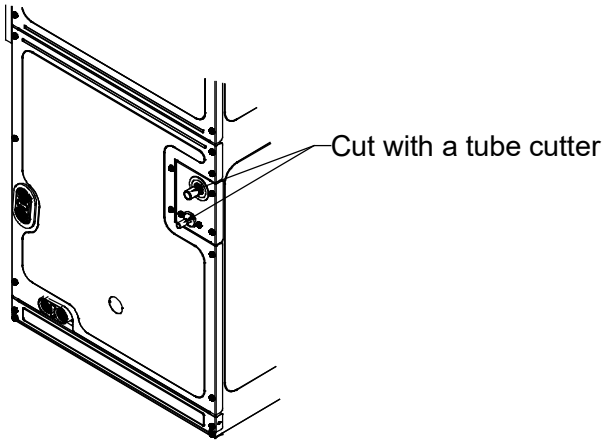

**Figure 13**
- Cut off the pipe end with a tube cutter (Both liquid line and gas line). All cut ends are to be round, burr free, and clean. Failure to follow this practice increases the chances for refrigerant leaks. The suction line is spun closed and requires tubing cutters to remove the closed end (See Figure 13).